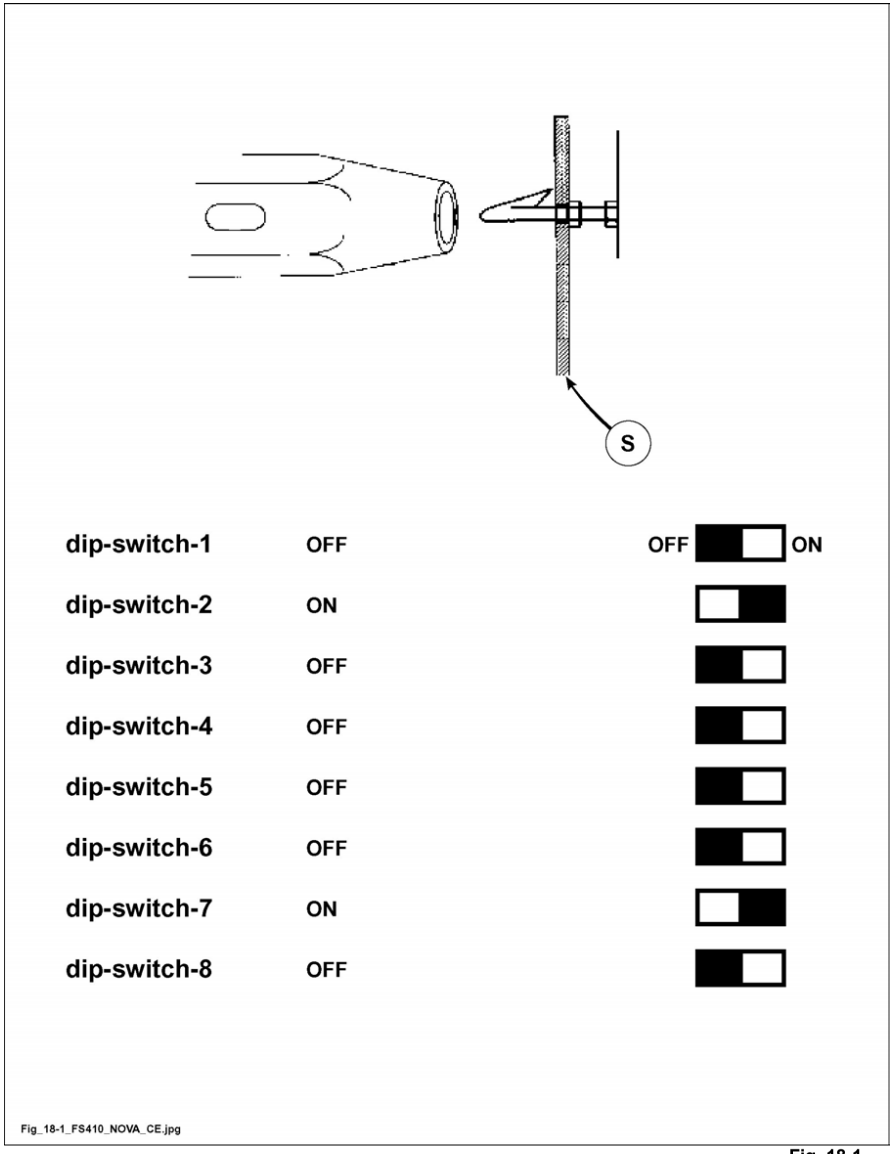

Fig. 18.1
3) Take off the card (S fig. 18.1) from the 4 plastic supports by bending the locking tooth; we suggest to use a small plastic pipe of proper diameter (e.g. a body pen see fig. 18.1).
5) Position the dip-switches; see diagram fig. 18.1.